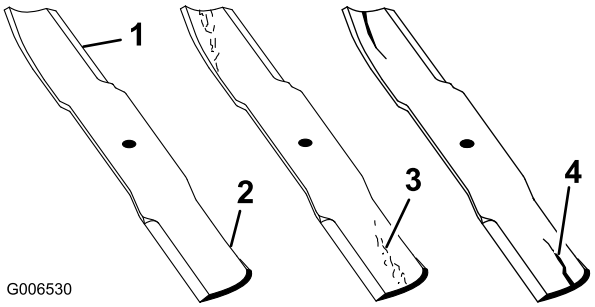

Figuur 22
2. Controleer nauwkeurig de uiteinden van het maaimes, in het bijzonder op de plaats waar het platte en het gebogen deel samenkomen (Figuur 22). Omdat het metaal dat het platte en het gebogen deel van het mes verbindt, kan wegslijten door zand en ander schurend materiaal, moet u dit steeds controleren voordat u gaat maaien. Als u slijtage
opmerkt (Figuur 22), moet u het mes vervangen, zie Het maaimes verwijderen.
Als het mes gaat slijten, kan er een groef ontstaan tussen de vleugel en het platte deel van het mes (Figuur 22). Uiteindelijk kan dan een stuk van het mes afbreken en van onder de maaikast worden weggeslingerd waardoor de bestuurder of een omstander ernstig letsel kan oplopen.